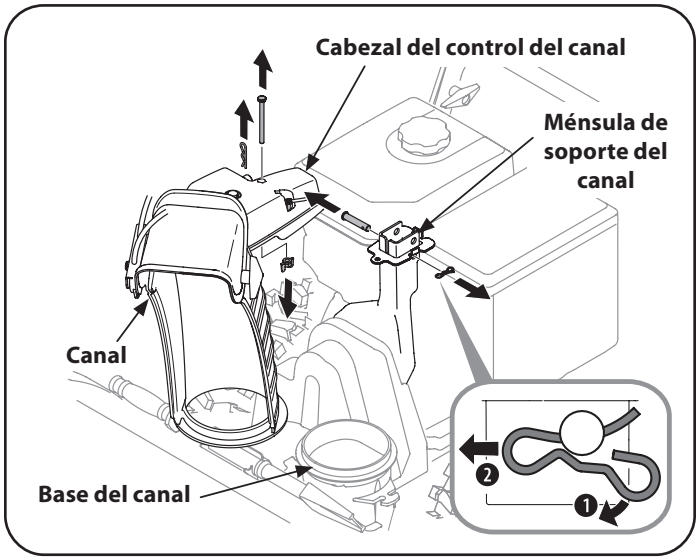

Figura 19
1. Retire el sujetador de horquilla (a), la tuerca de mariposa (b) y el tornillo hexagonal (c) del cabezal de control del canal, y el pasador de horquilla (d) y el pasador de chaveta con unión curva (e) de la ménsula de soporte del canal. Consulte Figura 19.